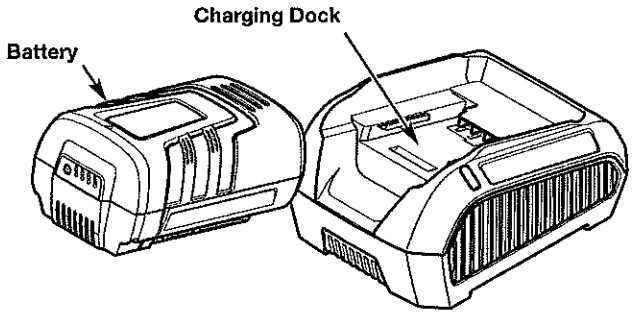

Fig. 3
2. Insert the battery into the charging dock (Fig. 3). Push the battery firmly until it locks into place.